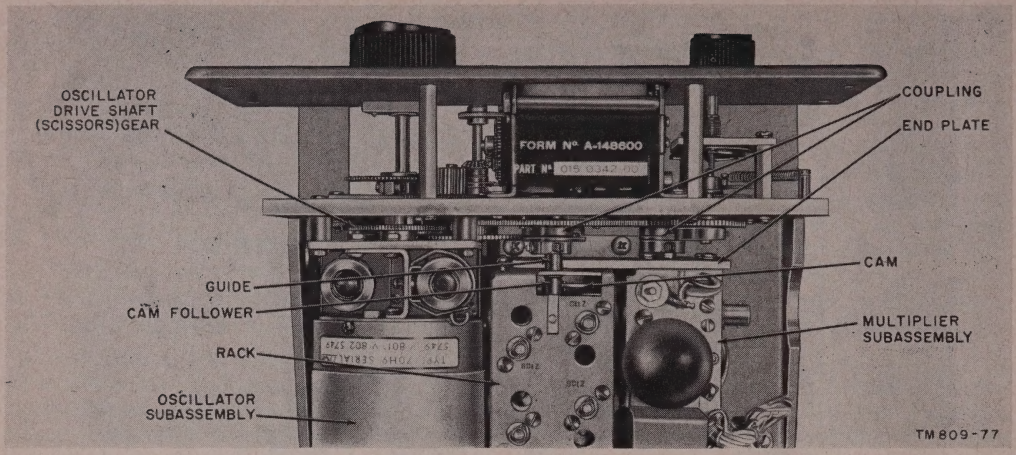

Figure 91. Oscillator-multiplier tuning drive, top view.
(1) Disconnect plug P802 from receptacle J105 on the rear mounting bracket, and disconnect plug P801 from jack J101 on the multiplier subassembly.
(2) Loosen the setscrews of the scissor gears (fig. 91) on the oscillator drive shaft.
(3) While supporting the subassembly, remove the three screws that fasten the subassembly to the gear plate.
(4) Still supporting the subassembly, loosen the two screws that fasten the rear mounting bracket to the bracket on the bottom plate. (As the latter bracket uses slotted holes, these screws need only be loosened and not completely removed.) The subassembly can now be removed.